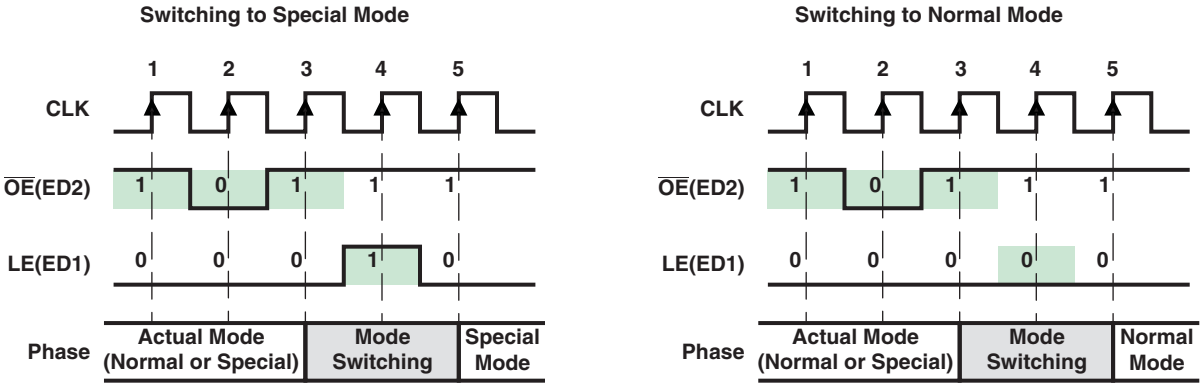

Figure 12. Mode Switching
In order to switch between its two modes, TLC592x monitors the signal $\overline{OE}$(ED2). When a one-clock-wide pulse of $\overline{OE}$(ED2) appears, TLC592x enters the two-clock-period transition phase, the Mode Switching phase. After power on, the default operation mode is the Normal Mode (see Figure 12).
As shown in Figure 12, once a one-clock-wide short pulse (101) of $\overline{OE}$(ED2) appears, TLC592x enters the Mode Switching phase. At the fourth rising edge of CLK, if LE(ED1) is sampled as voltage high, TLC592x switches to Special mode; otherwise, it switches to Normal mode. The signal LE(ED1) between the third and the fifth rising edges of CLK cannot latch any data. Its level is used only to determine into which mode to switch. However, the short pulse of $\overline{OE}$(ED2) can still enable the output ports. During mode switching, the serial data can still be transferred through SDI and shifted out from SDO.